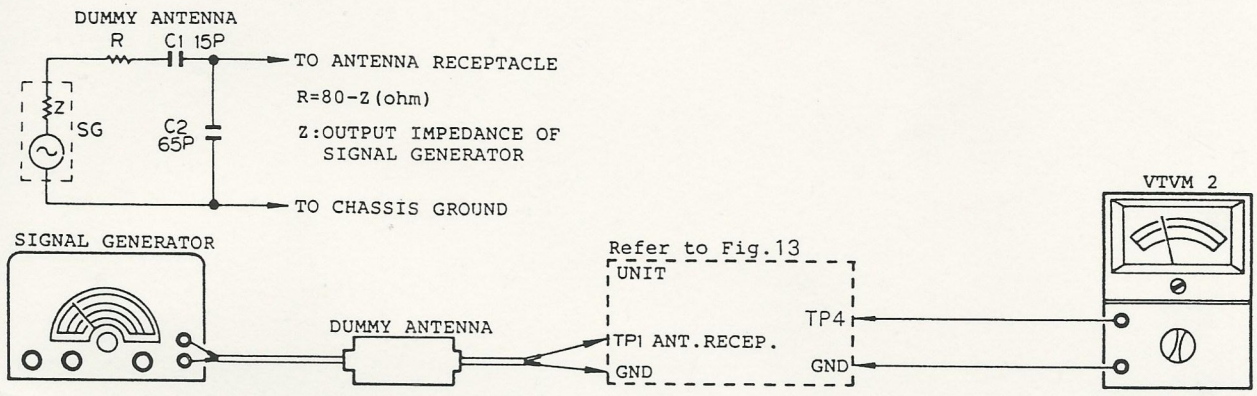

Fig. 15
(1) Connection (Refer to Fig. 15)
(2) Alignment